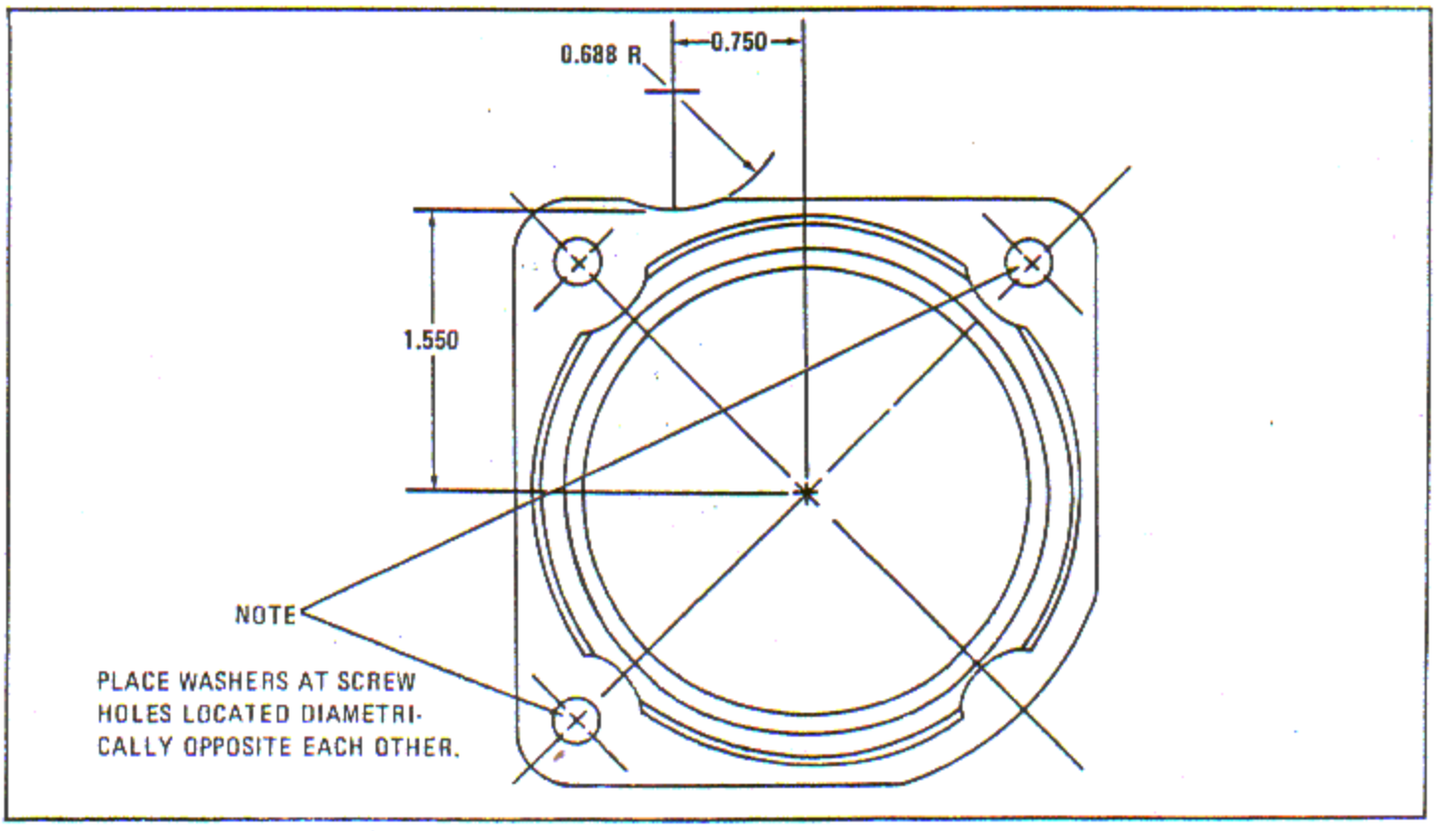

Figure 6-175. Machining Clearance Radius in Exhaust Connection
(1) Install three attaching screws and two washers at locations shown in figure 6-175. Torque the screws to an initial torque of 70 inch-pounds.
(2) Allow cylinder and connector to reach room temperature and retorque the attaching screws to 110 - 140 inch-pounds.